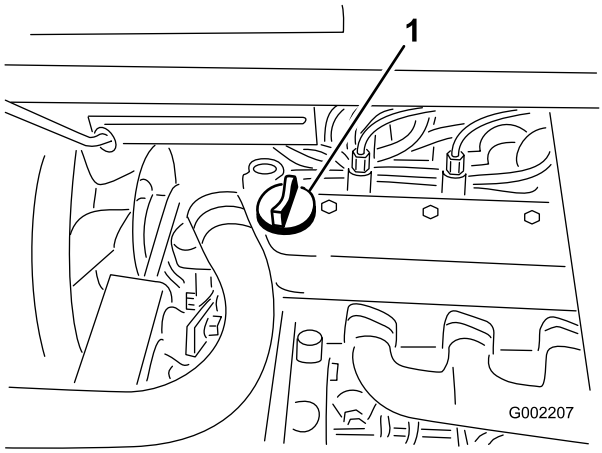

Figuur 16
3. Als het oliepeil te laag is, moet u de vuldop losmaken van het klepdeksel (Figuur 16) en voldoende olie bijvullen totdat het peil de VOL-markering op de peilstok bereikt; zie Motoroliepeil controleren in het hoofdstuk Motoronderhoud voor juiste type olie en viscositeit. Vul de olie langzaam bij en controleer daarbij veelvuldig het peil. Niet te vol vullen.